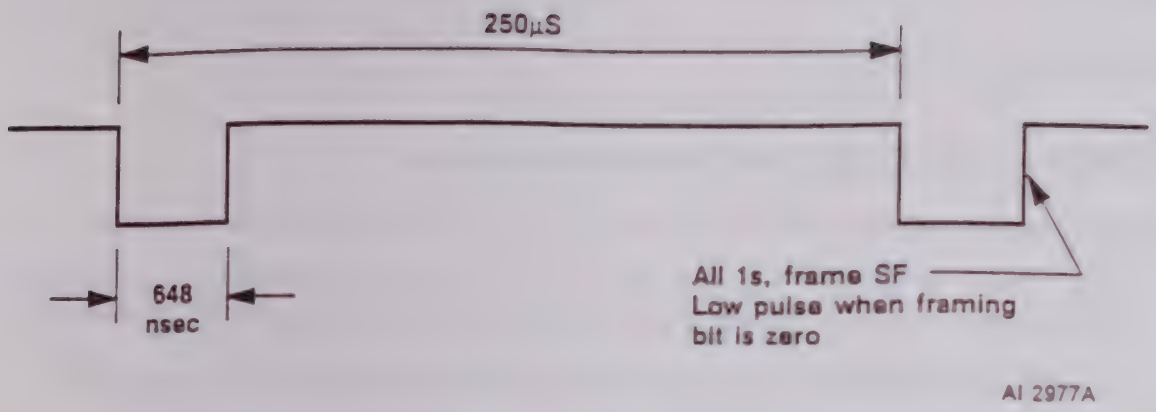

Figure 3.24. All Ones Data with Framing Bits
ALARMS entry still shows OOF. With oscilloscope, check pin 55 of U19 for an all 1s pulse with an occasional (zero) framing bit. It looks like Figure 3.24.
2. Type **PATTERN 1111<CR>**. Screen shows Figure 3.24.